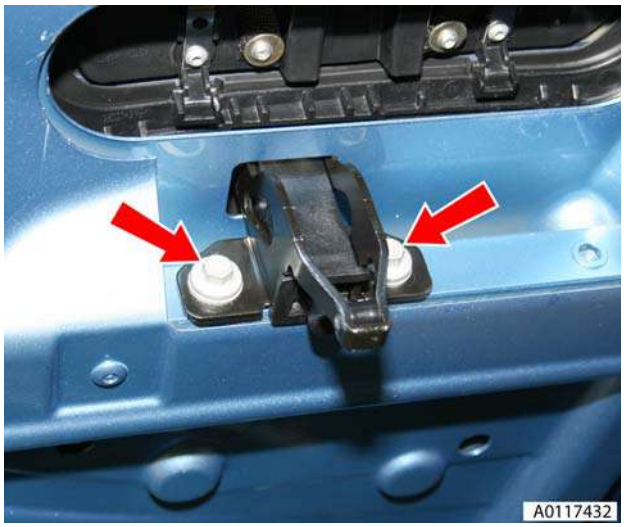

Figure 2
4. Remove 2 bolts securing right-hand tonneau striker and remove (see Figure 2).